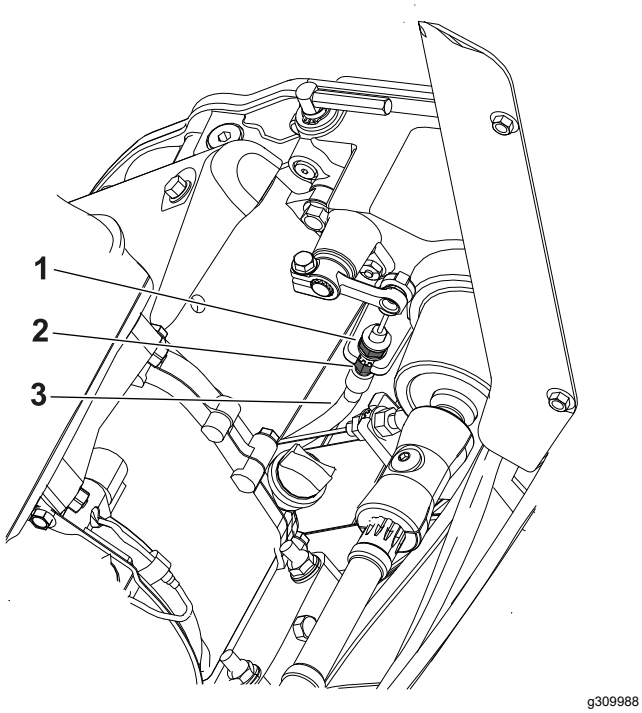

Figura 33
- Per aumentare la tensione del cavo, allentate il controdado anteriore del cavo e serrate il controdado posteriore (Figura 33). Ripetete il passaggio 2 e regolate la tensione se necessario.
- Per diminuire la tensione del cavo, allentate il controdado posteriore e serrate il controdado anteriore del cavo (Figura 33). Ripetete il passaggio 2 e regolate la tensione se necessario.